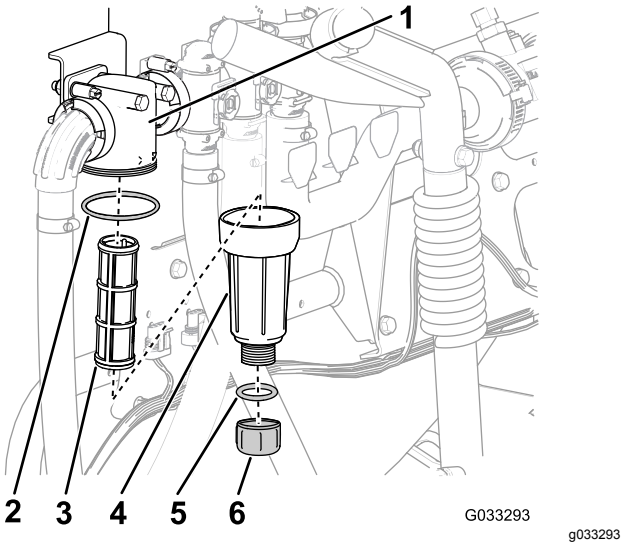

**Rysunek 56**
2. Umieść miskę drenażową pod filtrem ciśnieniowym (Rysunek 56).
3. Obracaj korkiem spustowym w lewo i odkręć go od miski filtra ciśnieniowego (Rysunek 56).
4. Obracając miską w lewo, odkręć ją od głowicy filtra (Rysunek 56).
5. Wyjmij stary wkład filtra ciśnieniowego (Rysunek 56).
6. Sprawdź pierścień o-ring korka spustowego (wewnątrz miski) i pierścień o-ring miski (wewnątrz głowicy filtra) pod kątem uszkodzeń i zużycia (Rysunek 56).
7. Włóż nowy wkład filtra ciśnieniowego do głowicy filtra (Rysunek 56).
8. Przykręć rękoma miskę do głowicy filtra (Rysunek 56).
9. Wkręć rękoma korek spustowy w miskę (Rysunek 56).